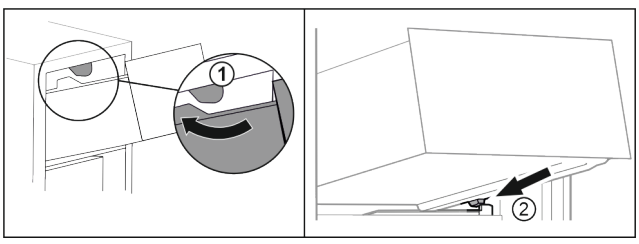

Fig. 83
▶ Guide drawer around the upper stoppers. *Fig. 83 (1)*
▶ Place drawer at an angle behind the lower stoppers onto moulded rib. *Fig. 83 (2)*